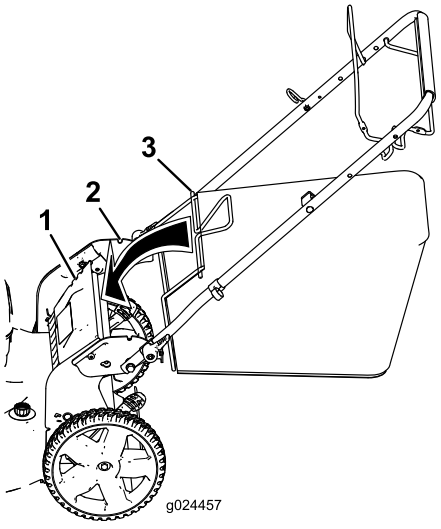

Bild 15
1. Heben Sie das hintere Ablenkblech an und halten Sie es hoch (Bild 15).
2. Setzen Sie den Grasfangkorb ein, stellen Sie sicher, dass die Stifte am Fangkorb in den Kerben am Griff sind (Bild 15).